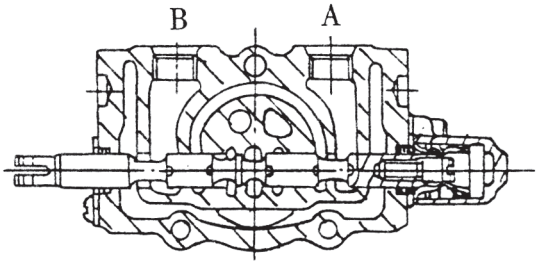

Fig.7.4 Pull slide valve
(3)Drawing-out of plunger(See Fig.7.4)